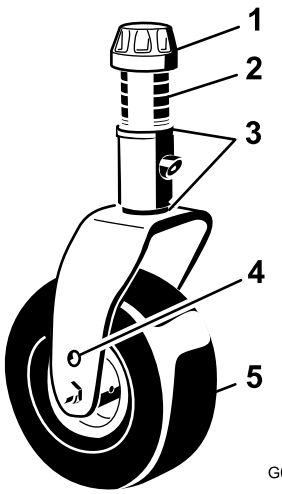

Figur 107
1. Ta bort spännlocket från svänghjulsspindelns axel och skjut ut spindeln ur svänghjulsarmen (Figur 107).
Ta bort spännlocket och hjulgaffeln (Figur 107).